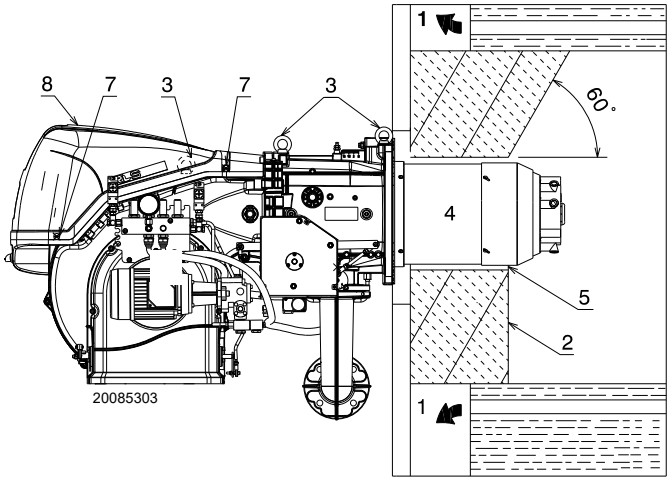

Fig. 13
For boilers with front flue passes 1) (Fig. 13) or flame inversion chamber, a protection in refractory material 5) must be inserted between the boiler fettling 2) and the flame funnel 4).
For boilers with a water-cooled front piece, a refractory lining 2)-5)(Fig. 13) is not necessary, unless expressly requested by the boiler manufacturer.
Prepare a suitable lifting system using rings 3) (Fig. 13).
- ➤ Fit the heat insulation supplied onto the blast tube (4) (Fig. 13).